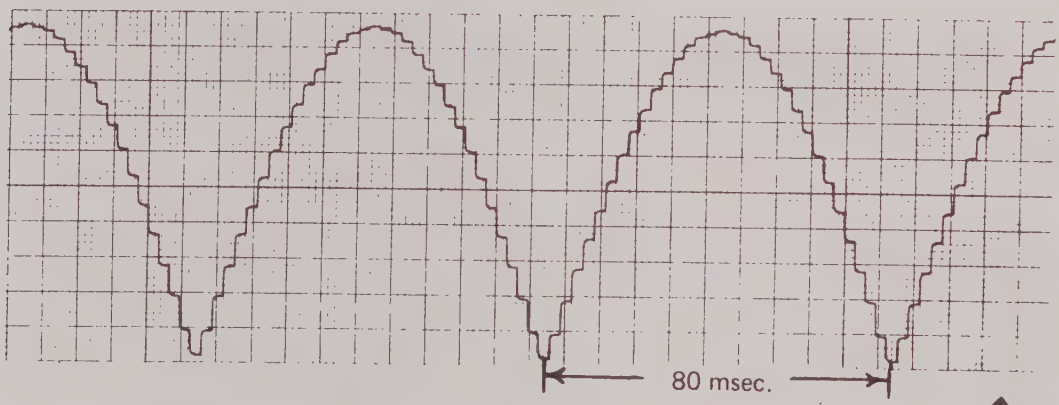

FIGURE 5-16 OUTPUT SIGNAL 5V PEAK U424-1 OR J402-2 SINE (1)
2. This can be achieved by connecting an oscilloscope to J402 pins 2 or 1 for the sine and cosine outputs, and J402 pins 4 or 5 for their respective gating signals. Refer to Figures 5-16, 5-17, and 5-18.